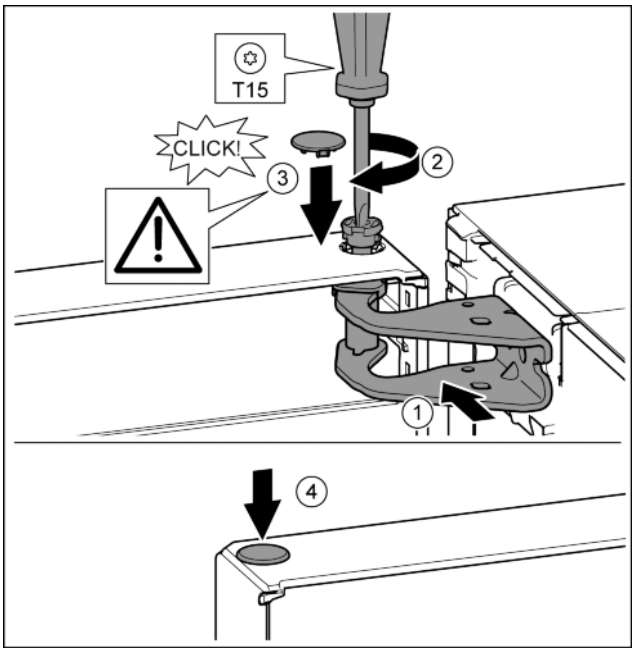

Fig. 15
- ▶ Дверь вверху выровнять по отверстию в опорном кронштейне. *Fig. 15 (1)*
- ▶ Вставить палец и затянуть отверткой T15. *Fig. 15 (2)*
- ▶ Установить предохранительную крышку для защиты двери: вставить предохранительную крышку и проверить, прилегает ли она к двери. В ином случае вставить палец полностью. *Fig. 15 (3)*
- ▶ Вставить заглушку. *Fig. 15 (4)*